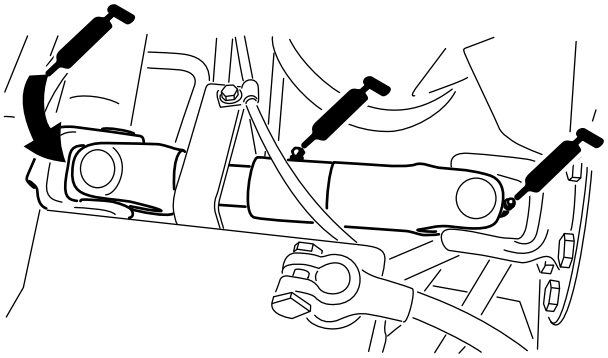

Rysunek 50
- Złącze uniwersalne wału napędowego pompy (3) (Rysunek 50)